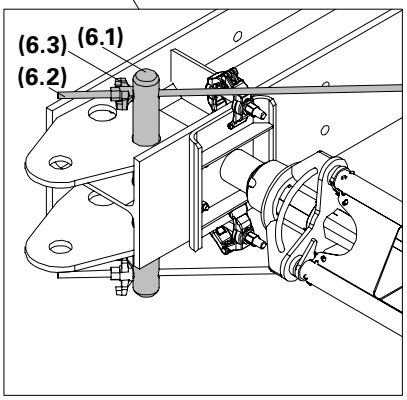

Fig. A2.09a
1. Pre-assemble the diagonal bracing on the top side with Double Tie Yoke HDD (6.1), Tie Rods (6.2) and Wing Nut Counterplates or Cam Nuts (6.3). (Fig. A2.09a)
2. Before the diagonal bracing is finally tightened, check the right angle between the top and bottom Main Beams HDT (4a/4b) and HD Props (10).